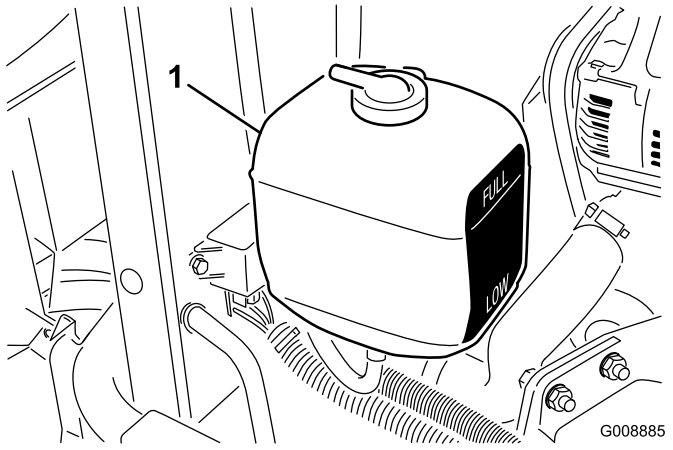

Figur 39
1. Kontrollera kylvätskenivån i expansionstanken (Figur 39).